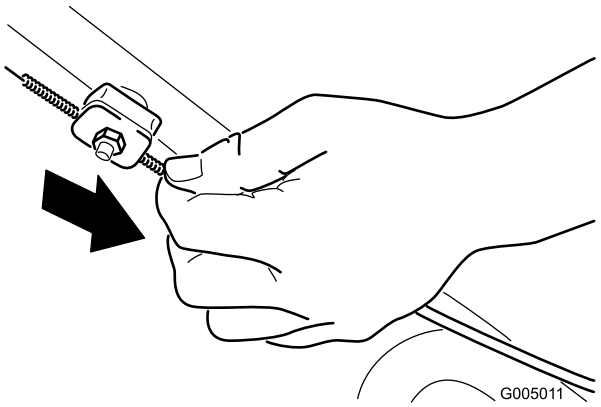

Figuur 24
2. Trek de kabelmantel omlaag (naar de maaimachine toe) om alle speling uit de kabel te halen (Figuur 24).